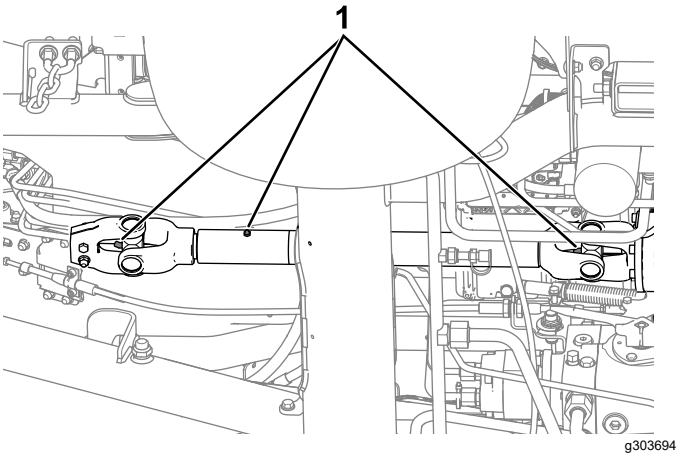

Рисунок 45
- Ведущий вал механизма отбора мощности (Рисунок 45)